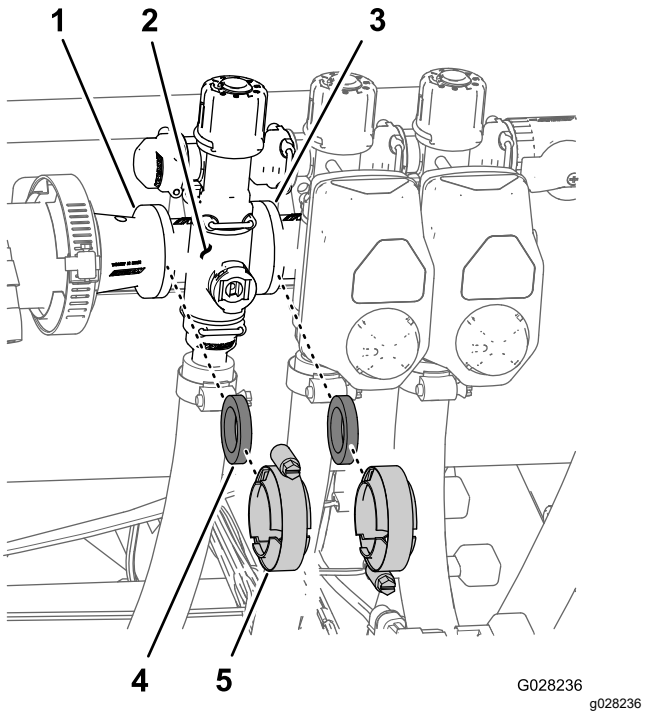

**Figura 74**
1. Remova as braçadeiras e juntas que prendem o coletor da válvula de seção (Figura 74) à válvula de seção adjacente (se for a válvula de seção esquerda e o acoplamento do redutor).